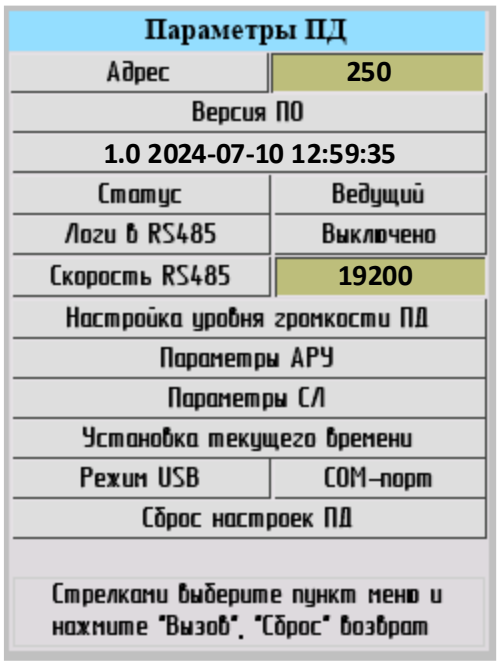

Рис. 4.2
4.2 Выбрать раздел «Параметры ПД». Для этого стрелками управления переместить указатель на соответствующий раздел и нажать кнопку «Вызов» (рис. 4.2).
4.3 Выбрать раздел «Параметры ПД». Для этого стрелками управления переместить указатель на соответствующий раздел и нажать кнопку «Вызов» (рис. 4.2).